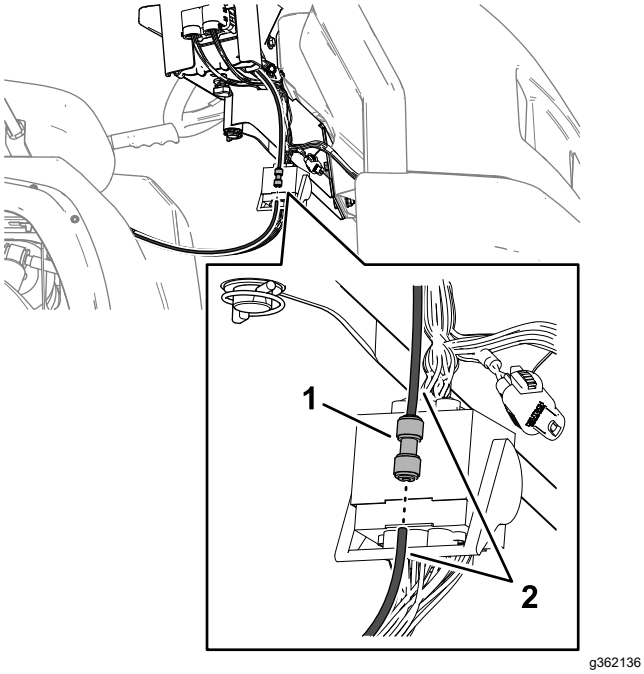

Figure 98
5. Remove 1 of the pressure-sense tubes from the push-to-connect fitting as shown in Figure 98.